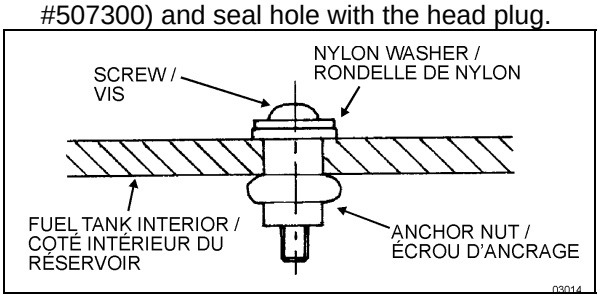

FIGURE 14: FUEL TANK REPAIR **03014**
5. Place assembly in drilled hole. Tighten screw by 10 complete turns. Refer to Figure 14.